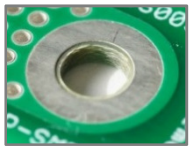

Figure 6
- The drill hole in the circuit board for the alignment pin and the screw must not be through-contacted! (Fig. 6)